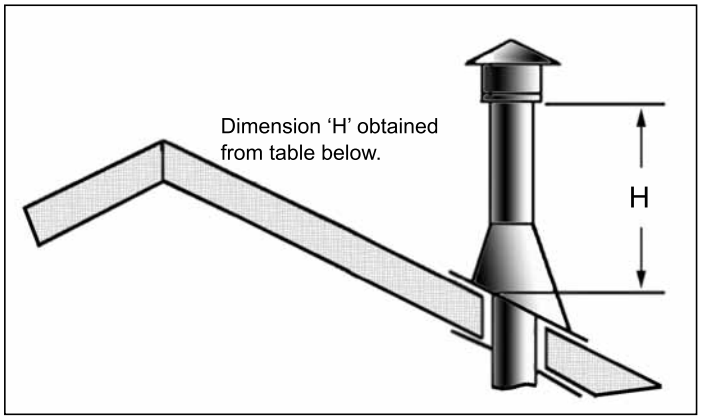

Figure 31: Height of Vertical Termination; Reference Table 8.
STEP 8. Continue to add pipe sections until the height of the vent cap meets the minimum code requirements. Refer to Figure 31 and Table 7. Note that for steep roof pitches, the vent height must be increased. In high wind conditions, nearby trees, adjoining roof lines, steep pitched roofs, and other similar factors can result in poor draft, or down drafting. In these cases, increasing the vent height may solve the problem.